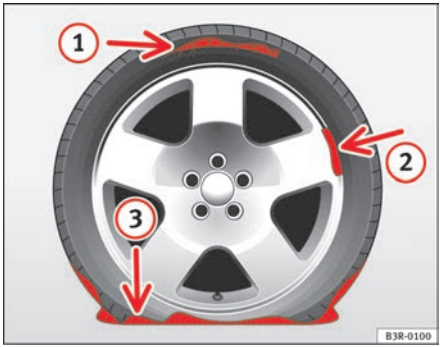

Fig. 183 The Tyre Mobility System is not suitable for repairing this type of damage to tyres.
- On cuts and punctures larger than 4 mm ⇒ page 243, fig. 183 (1)
- if the wheel rim has been damaged (2)
- if you have been driving with very low pressure or a completely flat tyre (3)